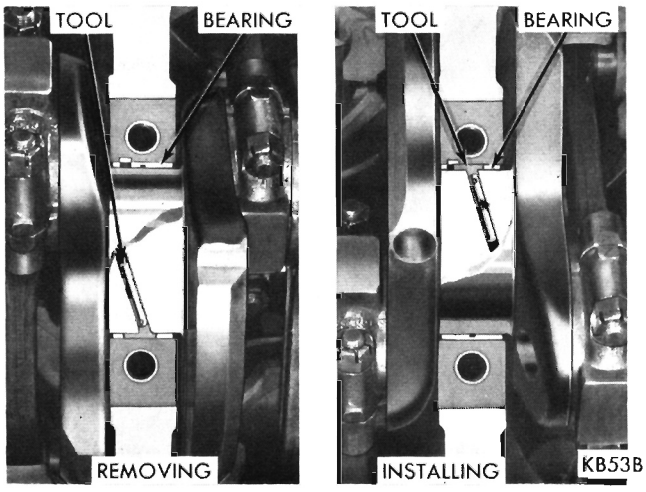

Fig. 47—Removing or Installing Upper Main Bearing
(1) Remove oil pan and identify bearing caps before removal.
(2) Remove bearing caps one at a time. Remove upper half of bearing by inserting Tool C-3059 (Fig. 47) into the oil hole of crankshaft.
(3) Slowly rotate crankshaft clockwise, forcing out upper half of bearing shell.
(1) Start bearing in place, and insert Tool C-3059 into oil hole of crankshaft (Fig. 47).
(2) Slowly rotate crankshaft counter-clockwise sliding the bearing into position. Remove Tool C-3059.